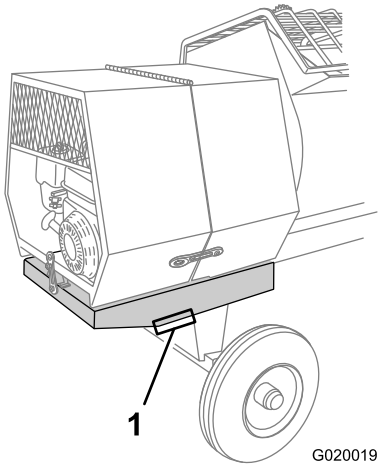

Figure 26
3. Use a jack stand at each support point on the rear frame extension (Figure 26).